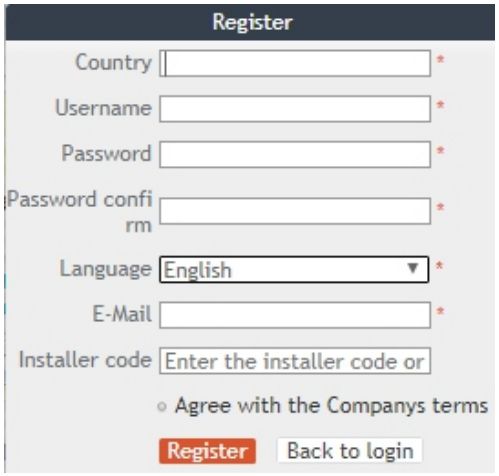

Fig 8.32
1)Enter the server domain name in the computer browser to enter the shineserver login page, if you are logged in for the first time, please register the user name. Enter the domain name access page, as shown in figure 8.32 below.